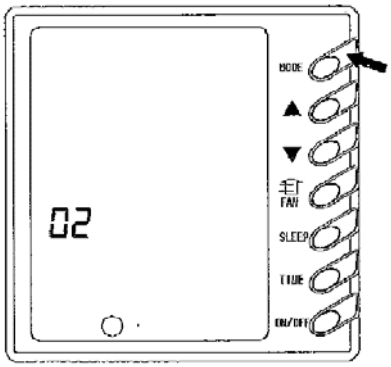

Abb. 11
10) Funktion für die Stromausfalldauer wählen (Abb. 11)